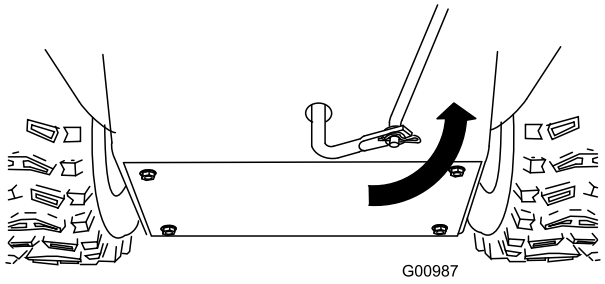

**Figur 12**
5. Vrid den nedre länkarmen helt uppåt (motsols) (Figur 12).